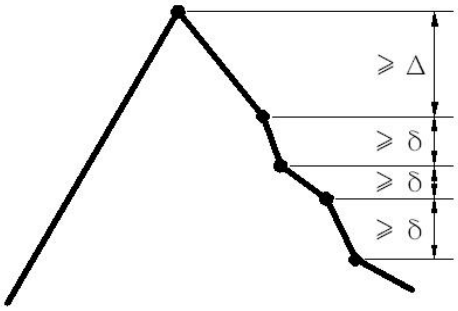

图 3
3. 当与最大力差值和相邻点差值同时勾选且下拉框选择两个同时满足时，当从某一个点开始 连续 N 个点与最大力差值大于 Δ 且相邻点差值大于 δ 时，即判断破碎。如图 3。